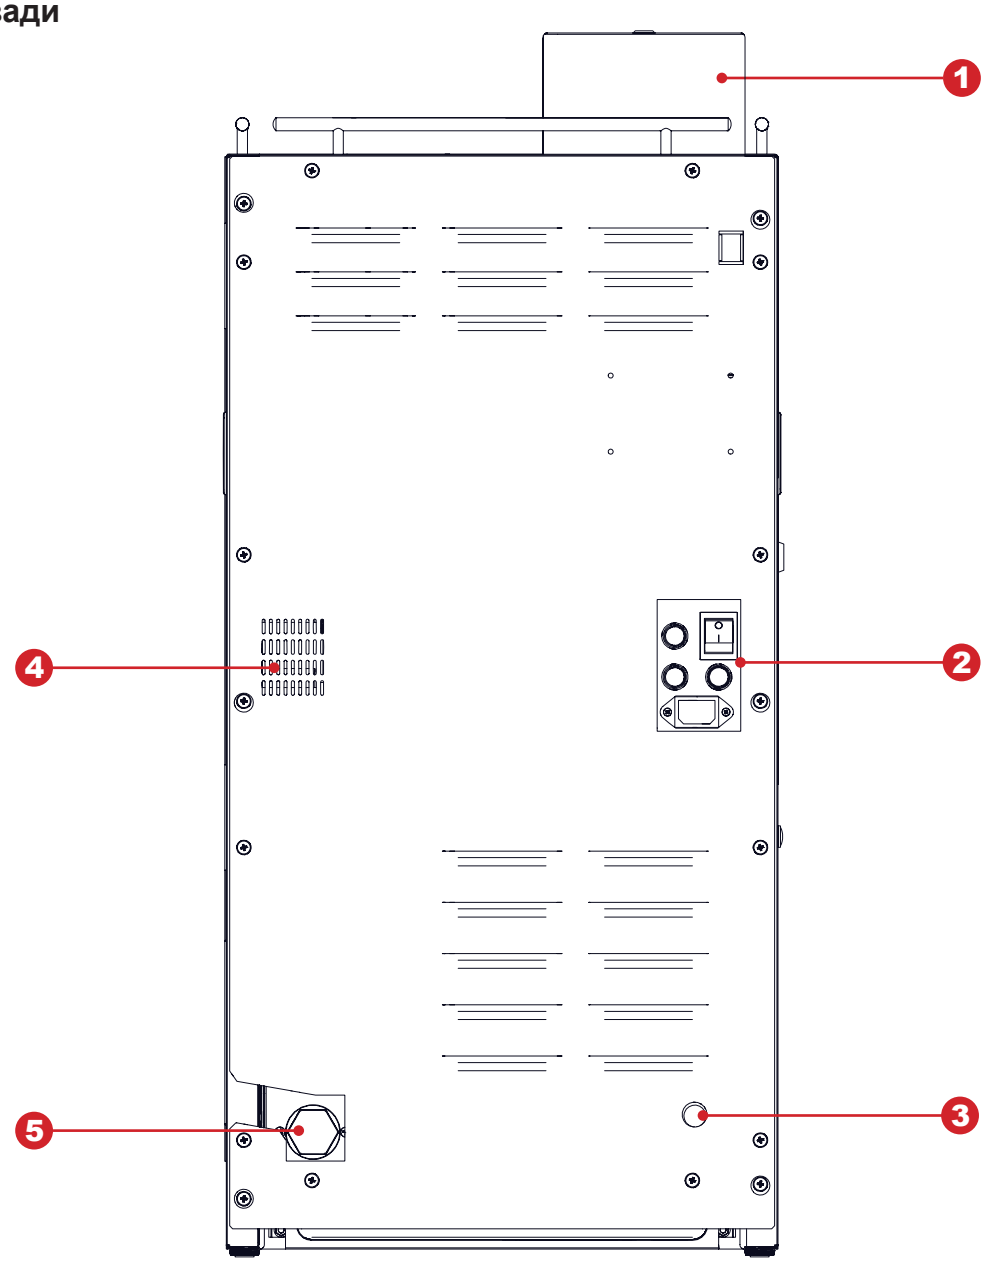

Рисунок 5.4
Автоматы могут быть подключены к линии водопроводной питьевой воды, с учётом требования законодательства в стране установки автомата. Входной разъём для подключения к линии расположен на задней стенке корпуса автомата (см.рис.5.4) и выполнен в виде резьбового соединения диаметром Ø ¾". Подключение осуществляется с помощью трубы, способной выдержать давление водопроводной линии и подходящей для использования с пищевыми продуктами (мин. внутр. диаметр 6 мм).
2. Установите переключатель на блоке коммутации автомата в положение "О" / "ВЫКЛ" (см. рис.5.4 поз.2);
10. Установите переключатель на блоке коммутации автомата в положение "I" / "ВКЛ" (см. рис.5.4 поз.2).
10. Установите переключатель на блоке коммутации автомата в положение “I” / “ВКЛ” (см. рис.5.4 поз.2).
Для обеспечения водоснабжения автомата предназначена силиконовая водозаборная трубка из комплекта поставки (см.рис.4.2 поз.5), которая подключается одним концом ко входу воды (см.рис. 5.4 поз.3), другой конец трубки с наконечником помещается в ёмкость с водой.